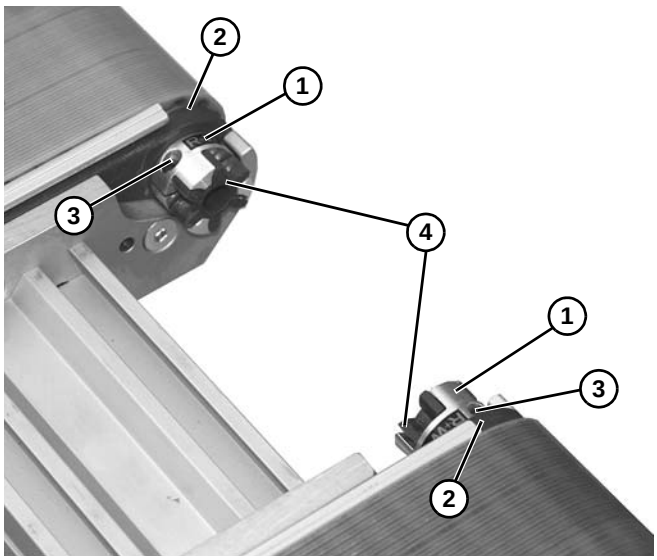

Figure 27
5. Séparer et placer la partie extérieure de l'accouplement à 3 branches **(Figure 27, élément 1)** sur la partie de l'axe de chaque extrémité du convoyeur.
*En fixant la partie intérieure de l'accouplement à 3 branches **(Figure 27, élément 1)** laisser un espace de 8 à 18 mm pour les plaques de tête **(Figure 27, élément 2)**.*
6. Serrer au couple 2 N.m les vis de fixation **(Figure 27, élément 3)** pour fixer position de la partie extérieure de l'accouplement à 3 branches.
7. Placer le croisillon à 3 branches **(Figure 27, élément 4)** dans chacune des extrémités de la partie à 3 branches correspondante de l'accouplement.